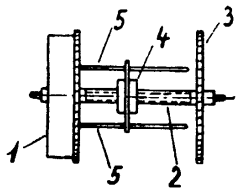

Abb. 93
b) **Federantrieb:** Bei Federantrieb verwendet man meistens eine Wandermutter (Abb. 93), deren Wirkung auf der gegenseitigen Drehung zwischen Federwelle und Federhaus beruht. Die Federwelle ist mit einem Gewinde versehen, auf dem sich eine Mutter vor- und zurückschrauben kann. Diese Mutter ist durch einen oder besser zwei Stifte, welche im Federhaus befestigt sind und durch Löcher in der Mutter hindurchgehen, gegenüber dem Federhaus unverdrehbar gehalten. Beim Aufziehen dreht sich die Federwelle, während das Federhaus und mit ihm die Wandermutter stillsteht; daher wird sich die Wandermutter nach einer Seite hin bewegen. Beim Ablauf dreht sich das Federhaus und damit die Wandermutter, wogegen die Federwelle stillsteht; daher bewegt sich jetzt die Wandermutter nach der entgegengesetzten Seite. In die Bahn der Wandermutter ragen die Hebel für die Kontaktbetä-